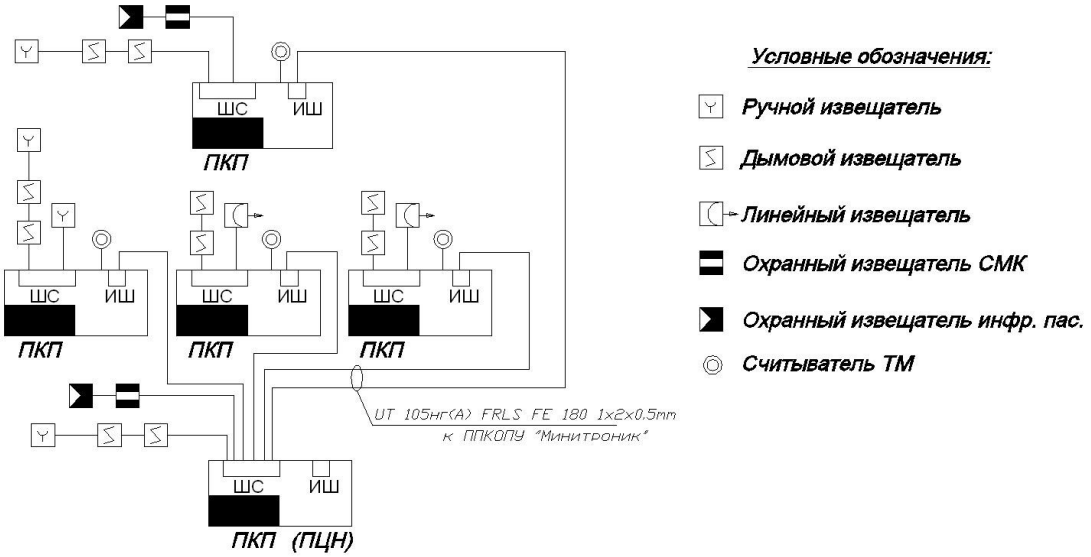

Рис.4. Схема объединения ПКП «Минитроник» в древовидную сеть с помощью шлейфов сигнализации (ШС) и имитатора шлейфа (ИШ).
5.8.1. ПКП имеет специальный информационный выход, имитирующий работу ШС с пожарными и охранными извещателями, датчиками состояния (имитатор шлейфа - ИШ). Этот выход может быть подключен к одному из охранных ШС другого ПКП "Минитроник", который в этом случае будет выполнять функцию ПЦН. К остальным ШС прибора ПЦН могут быть подключены выходы ИШ других приборов или обычные извещатели (рис.4).